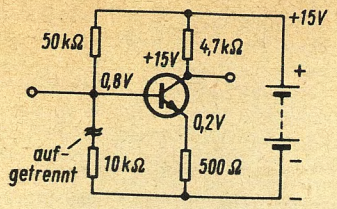

Bild 18. Spannungen an den Elektroden bei unterbrochener Kollektor-Basis-Strecke
3. Am Kollektor wird der Spannungswert der Batterie gemessen und am Emitter eine Spannung festgestellt, die durch den Basisstrom verursacht wird *(Bild 18)*.